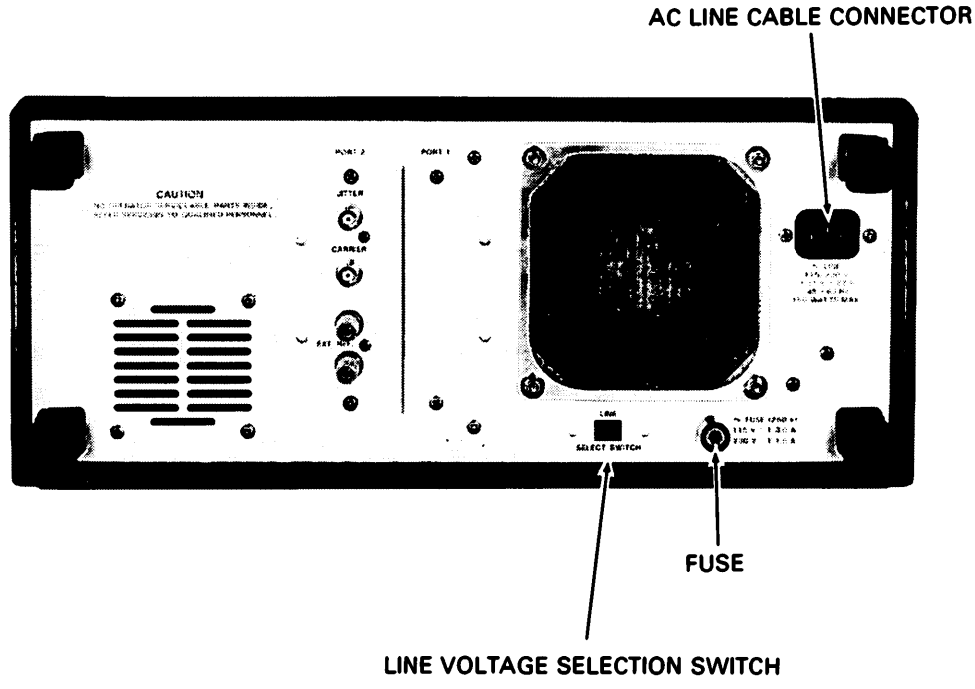

Figure 2-1. Line Voltage Selector Switch
3. Slide the selector switch to the 230 volt position (See Figure 2-1).